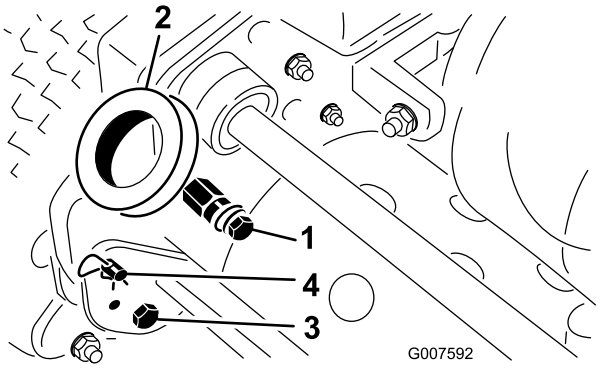

Figur 3
1. Fjern boltene og hodeskruene som holder enden av styrearmene festet på hver side av gressklipperen (Figur 3).
2. Fjern hårnålssplintene og ringsplintene som holder styrearmene festet til bakdelen av rammen (Figur 3).
3. Putt håndtaksendene inn gjennom hullene i styrearmene, og rett opp hullene med monteringspinner (Figur 3).
1. Fjern hårnålssplintene fra ringsplintene på hver side av gressklipperen (Figur 3).
2. Mens du støtter opp håndtaket, fjerner du ringsplintene fra hver side og hever eller senker håndtaket til ønsket driftsstilling (Figur 3).